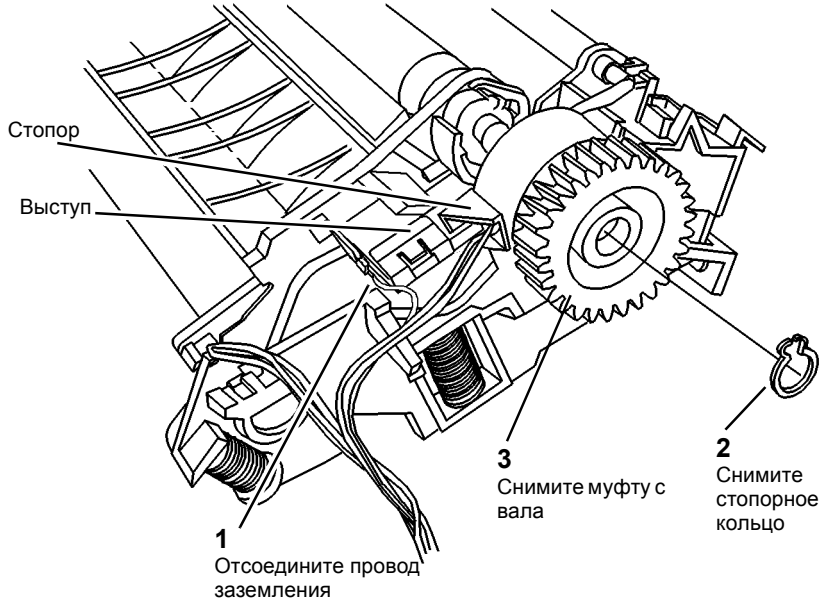

Рисунок 2 Снятие муфты регистрации
5. Снимите муфту регистрации (рисунок 2).
1. Установите муфту (Рисунок 2).